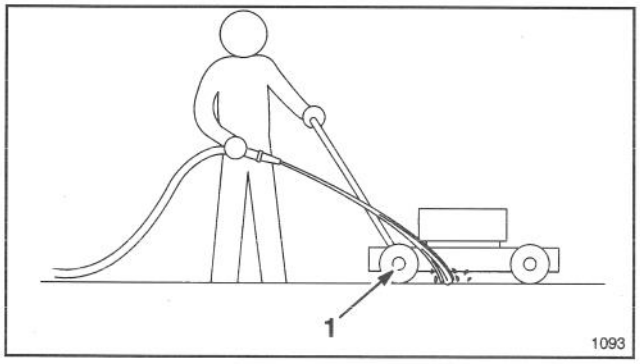

Afbeelding 25
3. Houd de tuinslang vast op de hoogte van de handgreep en richt het water op de grond juist vóór de rechter achterband (Fig. 25). Het ronddraaiende mes zal het water onder de maaikast voeren en het maaisel wegwassen. Laat het water enkele minuten lopen tot alle maaisel van onder de kast is weggewassen.